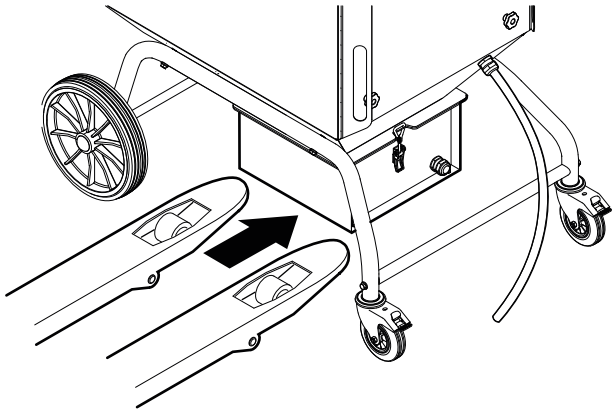

Fig. 26
1. Poussez un transpalette approprié sous le récepteur à poussières, voir la **Fig. 26**.